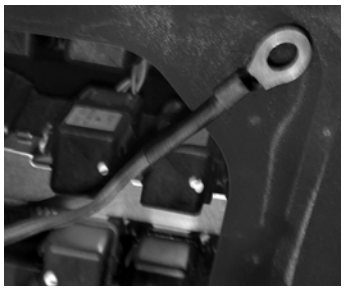

FIG. 61
11. Pull the cable through the back of the relay panel, into the fuse panel and out through the panel cover (FIG. 61). Complete the wiring form the main power and ground for the controller.
16. Follow the same wiring splicing procedure for the ground cable as described in Steps 1- 5, page 31. Attach a ring terminal to the controller ground wire (FIG. 61).